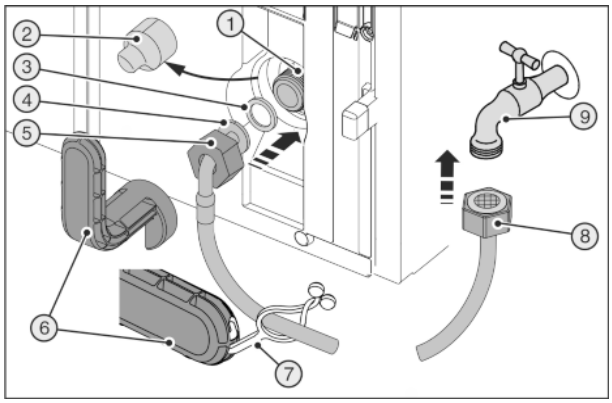
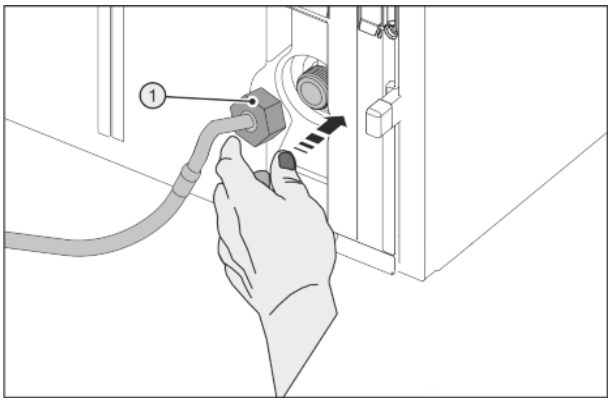

Fig. 28
Fig. 29
Сломанный вспомогательный инструмент *Fig. 28 (6)*!
▶ Вспомогательный инструмент *Fig. 28 (6)* использовать только при комнатной температуре.
▶ Снять крышку *Fig. 28 (2)*.
▶ Облегченный монтаж: Выложить прямой конец шланга *Fig. 28 (8)* влево на землю.
▶ До конца сдвинуть гайку *Fig. 28 (5)* через конец шланга в виде угла *Fig. 28 (4)* и удерживать.
▶ Смочить уплотнение *Fig. 28 (3)* и вдавить в гайку *Fig. 28 (5)*.
▷ Уплотнение *Fig. 28 (3)* прилегает и слегка поддерживается.
▶ Осторожно одеть гайку *Fig. 29 (1)* и накрутить на резьбу двумя пальцами до обеспечения надежной посадки.
▶ Затяните гайку *Fig. 29 (1)* с помощью вспомогательного инструмента *Fig. 28 (6)* по часовой стрелке, пока не будет достигнут максимальный момент затяжки и вспомогательный инструмент *Fig. 28 (6)* начнет прокручиваться.
▶ Навинтить гайку *Fig. 28 (8)* на запорный кран *Fig. 28 (9)*.
▶ Затяните гайку *Fig. 28 (8)* с помощью вспомогательного инструмента *Fig. 28 (6)* по часовой стрелке, пока не будет достигнут максимальный момент затяжки и вспомогательный инструмент *Fig. 28 (6)* начнет прокручиваться.
▶ Откройте запорный кран *Fig. 28 (9)* системы подвода воды и проверьте герметичность всей водяной системы.
▶ Зацепить накладку *Fig. 28 (7)* в вспомогательном инструменте *Fig. 28 (6)* и для хранения закрепить на шланге из высококачественной стали.